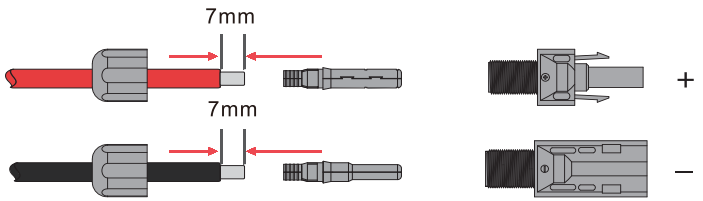

Figura 4.1-1 Cables y enchufes FV
Paso 1. Pele el aislamiento del cable FV 7 mm, desmonte la tuerca de la tapa del conector y pase un cable FV por la tuerca de la tapa del conector. Repita esta operación con todos los cables FV, prestando especial atención a la polaridad del conector, tal y como se muestra en la Figura 4.1-1.